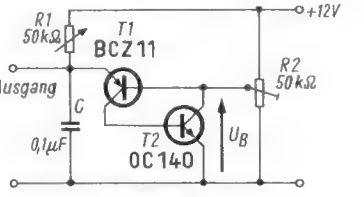

Bild 4. Schaltsymbol einer Vierschichtdiode
Unter der Annahme, daß die Spannungsquelle U_R nicht angeschlossen ist, wird sich, bedingt durch die Dimensionierung der Widerstände R_4 und R_5, an der Basis von T 2 eine Spannung einstellen, die positiver ist als U_B *(Bild 4)*. Deshalb öffnet der Transistor T 2 bis zur Kollektorsättigung. Mit dem Vorwiderstand R_3 in der Kollektorleitung ist es möglich, den optimalen Arbeitspunkt für maximale Hf-Verstärkung des Transistors T 1 einzustellen.
Die theoretischen Betrachtungen stimmen sehr genau mit den praktischen Messungen überein. Die aus der Schaltung nach Bild 4 gewonnenen Meßwerte sind in *Bild 5* und *6* wiedergegeben. In beiden Bildern ist der Einsatzpunkt der Kollektorsättigung bei $U_R = +8{,}7$ V, die als Regelverzögerung ausgenutzt wird, deutlich zu sehen.
Erfassen und Zusammenschalten der von den Kameras gelieferten Bilder und der von den Mikrofonen aufgenommenen Geräusche erfolgte in der Technischen Zentrale, die unterhalb der Nürburg eingerichtet war. In einem Spezialfahrzeug waren Bildbeobachtungsgeräte, Schalt- und Verteilanlagen sowie der Meß- und Kontrollplatz untergebracht; die Tonsignale wurden in einem Tonwagen, der über ausreichend viele Ein- und Ausgangskanäle verfügte, geschaltet. Hier erhielt jedes Bild den „richtigen Ton". Zur Aufzeichnung von Bild und Ton – notwendig für einige Eurovisionsländer – verfügte die technische Zentrale über eine mobile Aufzeichnungsanlage. Eine Skizze der Geräteaufstellung am Nürburgring zeigt *Bild 4*.
Bild 4. Kamera- und Geräteverteilung am Nürburgring während des Großen Preises von Deutschland am 6. und 7. August 1966. Es bedeuten: Ka = Kamera, MAZ = Magnetbandaufzeichnung (Ampex), Ü = Übertragungswagen, Kom (K) = Kommentar, BP = Deutsche Bundespost, ZDF = Zweites Deutsches Fernsehen, FF = Funkfeld, B + T = Bild- und Tonsignal, M = Meldeleitung. Angaben an den Kameras: 400 + 600 = Kamera ist mit zwei Objektiven dieser Brennweiten ausgestattet, Normal = übliche Objektivausstattung für Reportagen, Normal + 400 = Normalausstattung zuzüglich einem 400-mm-Objektiv, V III = Variotal Typ III (Vario-Optik)
Die Vierschichtdiode ist ein npnp-Halbleiterbauelement. Ihr Schaltsymbol ist in *Bild 4* dargestellt. Jede Vierschichtdiode hat eine bestimmte charakteristische Schaltspannung. Solange die an der Diode liegende Spannung kleiner ist als diese Schaltspannung, ist die Diode gesperrt, und es fließt nur ein geringer Sperrstrom. Wird die Schaltspannung jedoch kurzzeitig erreicht oder überschritten, nimmt der Widerstand der Vierschichtdiode schlagartig ab, so daß der Querstrom praktisch nur noch von äußeren Widerständen begrenzt wird. Die Haltespannung, d. h. der Spannungsabfall über der leitenden Vierschichtdiode, ist meist < 1 V. Die Diode kann wieder gesperrt werden, indem man Strom oder Spannung kurzzeitig unter die Haltewerte absenkt.